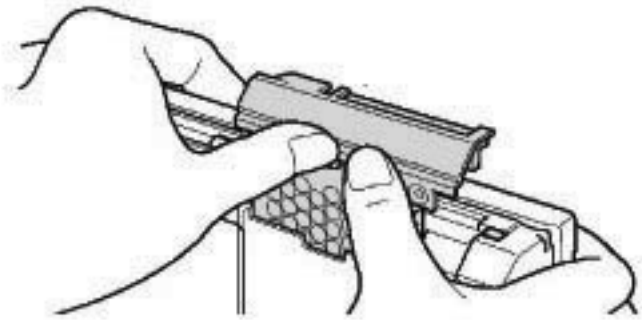

Figure 2. A31p 60 GB Hard Drive Removal.
8. Refer to Figure 2 for removing A31p 60 GB Hard Drive.